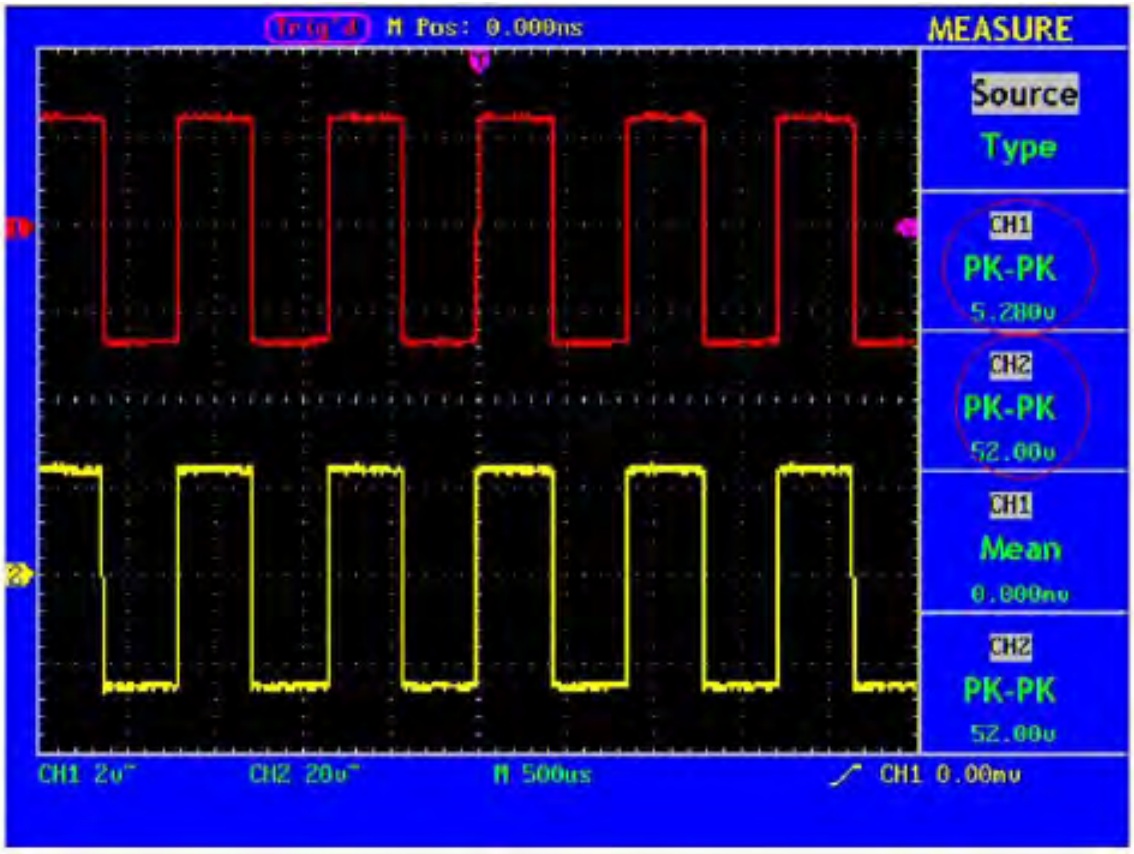

Abb. 55 Wellenform bei der Messung der Verstärkung
9. Lesen Sie die Spitze-Spitze-Werte von Kanal 1 und Kanal 2 in dem angezeigten Menü ab (siehe Abb. 55).